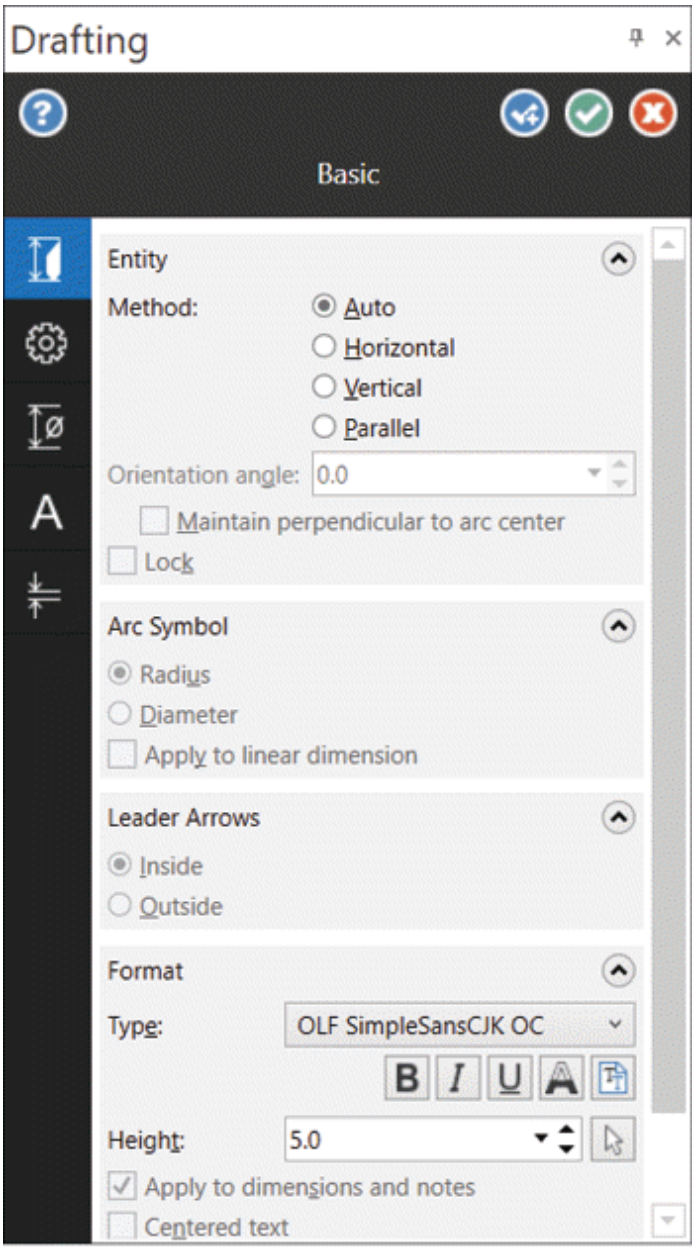

Figure-2. Drafting Manager
- Click on the **Smart Dimension** tool from the **Dimension** group in the **Drafting** tab of the **Ribbon**. The **Drafting Manager** will be displayed; refer to Figure-2.